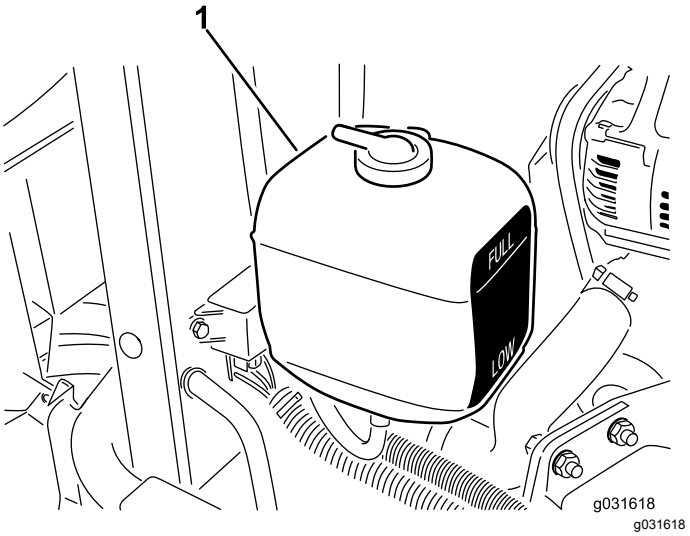

Figura 56
1. Controllate il livello del refrigerante nel serbatoio di espansione (Figura 56).